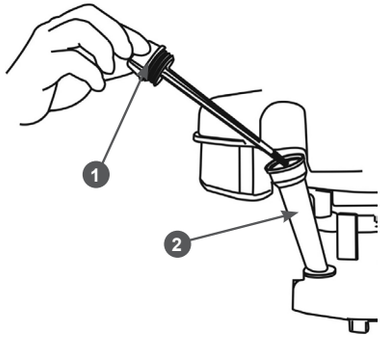

**Рис. 12 Крышка-щуп маслозаливной горловины**
2. Открутите крышку-щуп 1 маслозаливной горловины и извлеките щуп (Рис. 12).